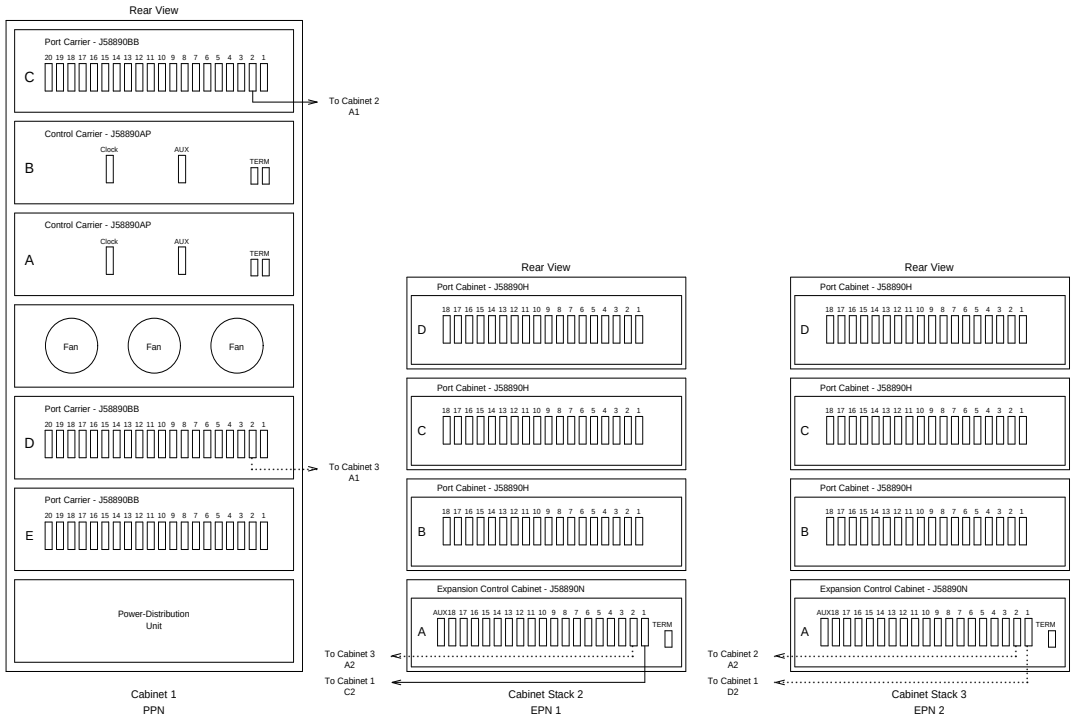
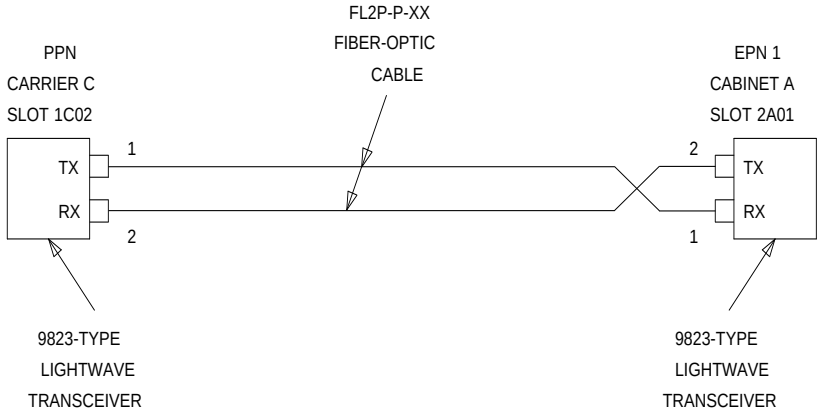
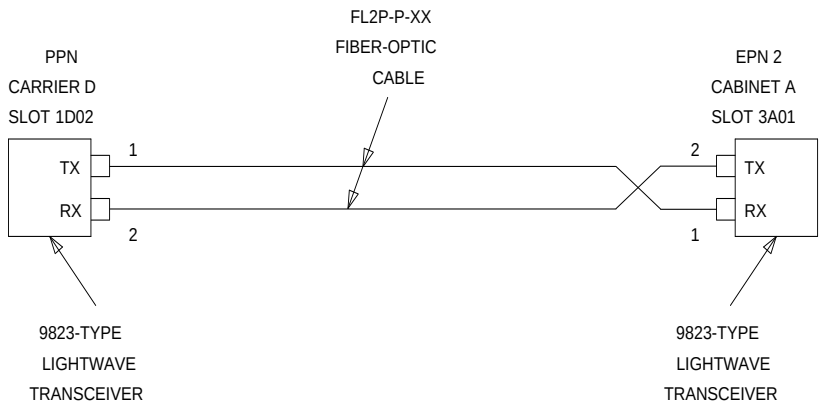
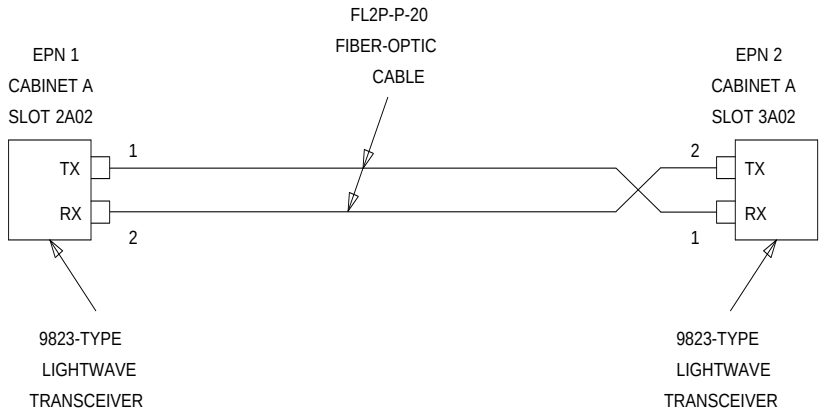

Figure 5-20. High-Reliability G3r V4 with Two or Three Port Networks
Figure 5-21. Fiber-Optic Connections PPN to EPN1
Figure 5-22. Fiber-Optic Connections PPN to EPN2
Figure 5-23. Fiber-Optic Connections EPN1 to EPN2
Throughout these procedures, remember to keep track of which fiber is attached to which connector on each lightwave transceiver. This section provides figures offering the suggested way of making these connections. The connectors on the lightwave transceivers are labeled either “TX” (transmit) or “RX” (receive), while the fibers attached to each connector are numbered either ‘‘1’’ or ‘‘2.’’ A viable fiber connection is only made when both fibers in each cable (that is, ‘‘1’’ and ‘‘2’’) route from the “TX” connector of a port network to the “RX” connector of its adjacent port network. For an example, refer to Figure 5-21.
1. Behind port carrier C of the multicarrier PPN (see Figure 5-20, Figure 5-21, Figure 5-22, and Figure 5-23):